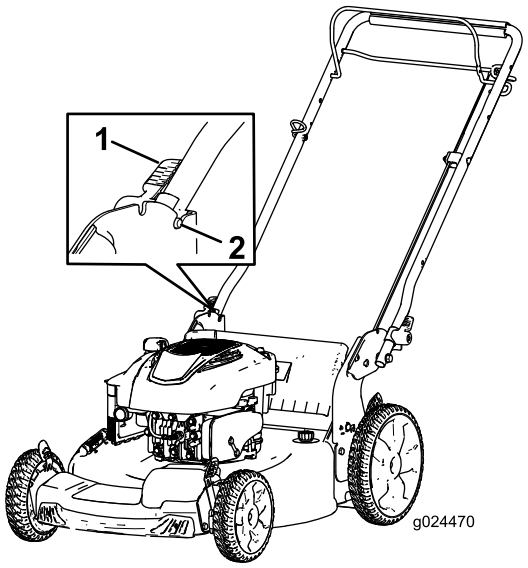

Figur 4
2. Flytt håndtakslåsen (Figur 4) til pinnen klikker på plass for å låse håndtaket i driftsstilling.